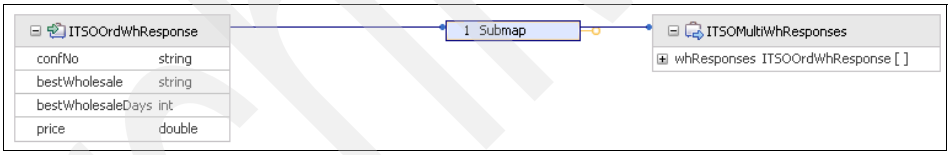

Figure 10-63 Map ITSOrdWhResponse to ITSOMultiWhResponse
4. Map ITSOrdWhResponse to the ITSOMultiWhResponses object as shown in Figure 10-63 and change Submap to **Custom**.